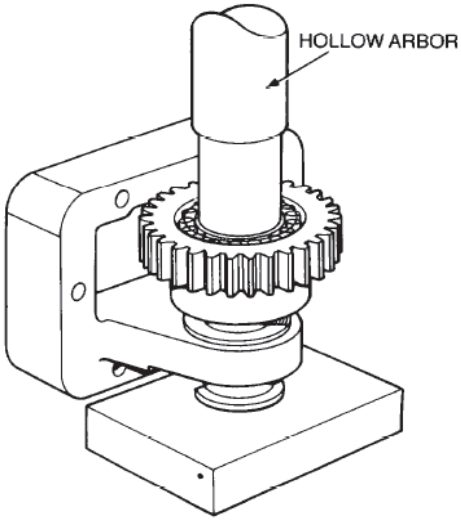

Figure 15 Installing Shaft, Gear and Bearings
f. Ensure that the flat on the shaft flange is correctly aligned and that the bearings are seated firmly against the spacers (Figure 15).